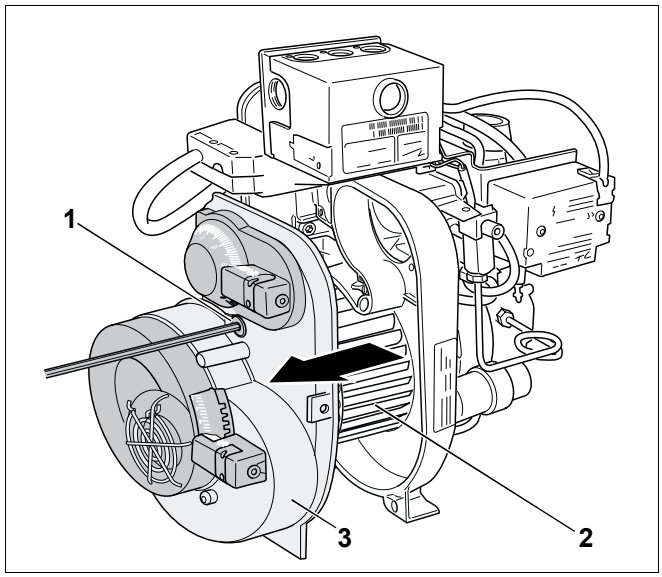

Рис. 13 Осмотр крыльчатки вентилятора
- Ослабить винт с внутренним шестигранником (SW 4) (рис. 13, **поз. 1**).
- Снять крышку корпуса (рис. 13, **поз. 3**).
- Проверить загрязнение крыльчатки вентилятора (рис. 13, **поз. 2**), при необходимости очистить или заменить.